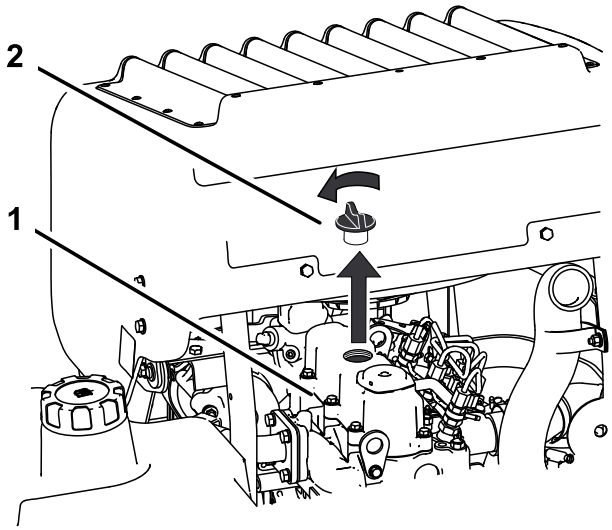

Figuur 38
6. Verwijder de vuldop op de bovenkant van de motor (Figuur 38). Hierdoor kan de olie makkelijker weglopen.
2. Verwijder de vuldop en de peilstok (Figuur 38).